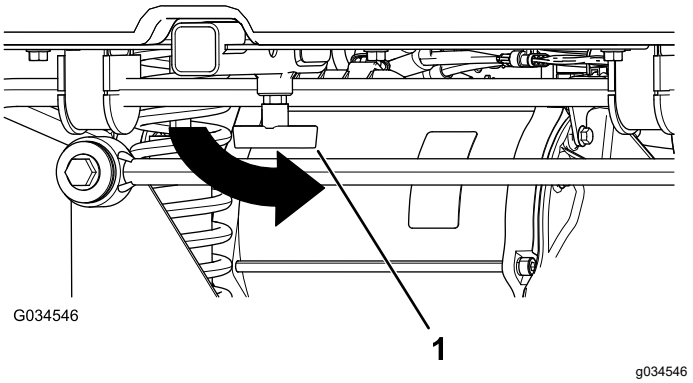

Figur 16
4. Stram T-håndtaket ved å rotere det mot klokken (Figur 16).